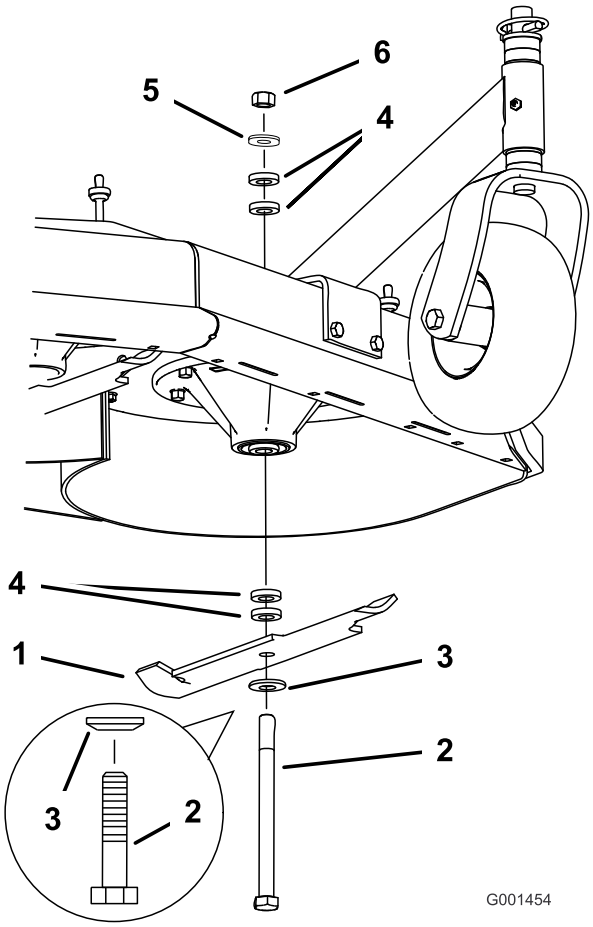

Figuur 15
4. Houd de mesbout vast en verwijder de moer. Schuif de bout omlaag door de as en pas indien nodig de afstandsstukken aan (Figuur 15).
5. Monteer de bout, de klemring en het mes en voeg extra afstandsstukken toe. Bevestig het geheel met een dunne ring en een moer (Figuur 15).